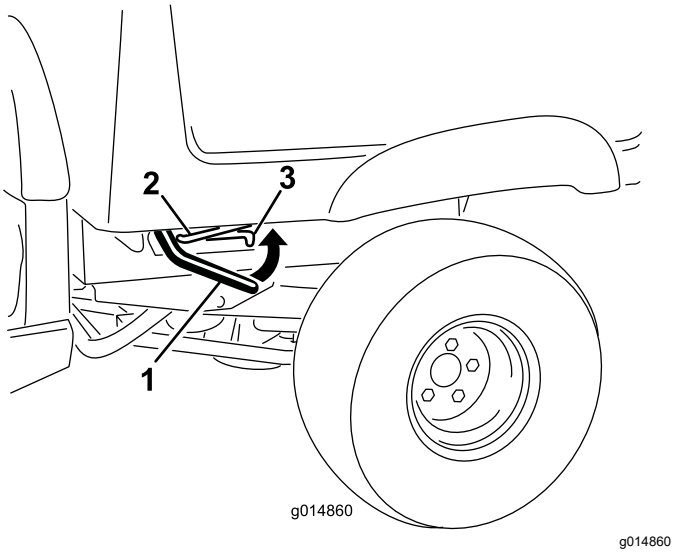

Figuur 13
1. Zet de hendels aan beide zijden van de laadbak omhoog en breng de laadbak omhoog (Figuur 13).
1. Til de laadbak licht omhoog door de grendelhandgreep omhoog te brengen (Figuur 13).